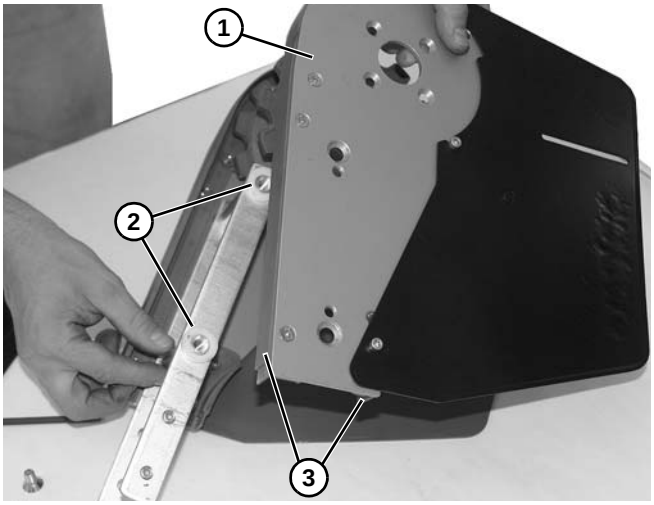

Figure 74
6. Remove the head plate **(Figure 74, item 1)** from the drive end, making note of two spacers **(Figure 74, item 2)** on idler head plate assembly.
7. To remove upper and lower retaining guides **(Figure 74, item 3)**, see "Retaining Guide Replacement" on page 30.